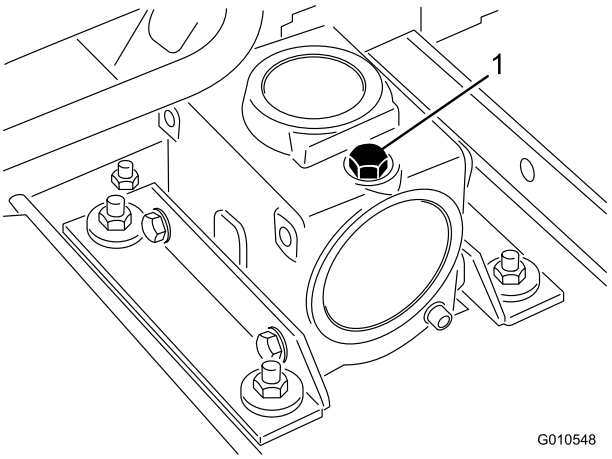

Figur 18
3. Ta ut oljestickan/påfyllningspluggen från övre delen av växellådan (Figur 18) och kontrollera att oljenivån ligger mellan markeringarna på oljestickan.